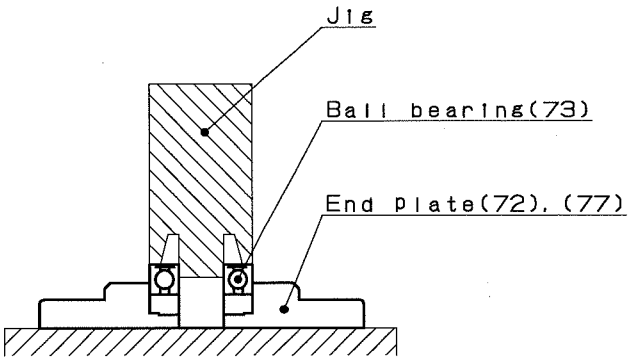

Fig.14
①Press Ball bearing(73) into the bearing recess on each End plate(72),(77) using a jig and hand press (See Fig. 14).